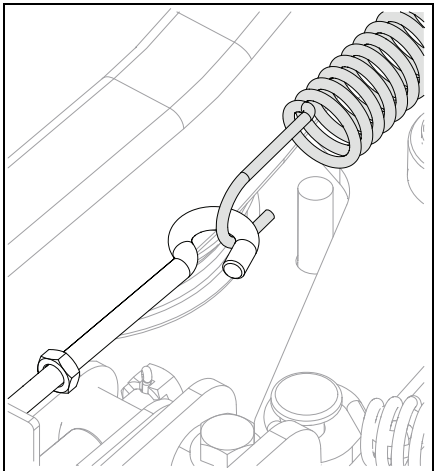

Figure 69
4. Raise deck to transport position and reconnect lift-assist springs. See Figure 69.